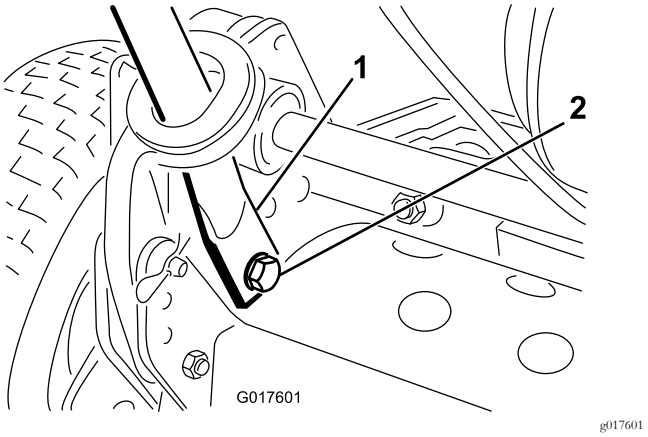

**Figur 3**
4. Klem håndtagets ender indad, og monter dem på monteringstapperne (Figur 3).
5. Fastgør håndtagets ender til monteringstapperne med de bolte, spændeskiver og låseskiver, som blev afmonteret tidligere (Figur 3).
6. Fastgør håndtagets arme til stellets bagende med de låseclips og ringpinde, som tidligere blev afmonteret (Figur 3).